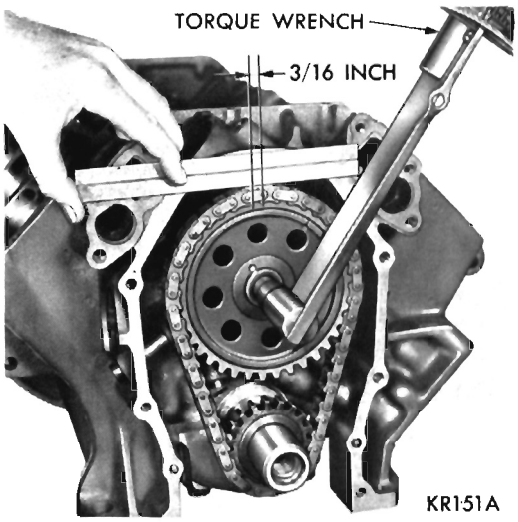

Fig. 17—Measuring Timing Chain Stretch (Typical)
(3) Holding a scale with dimensional reading even with edge of a chain link, apply torque in the reverse direction 30 foot-pounds (with cylinder heads installed) or 15 foot-pounds (cylinder heads removed), and note amount of chain movement (Fig. 17).
(4) Install a new timing chain, if its movement exceeds 3/16 inch.
(5) If chain is satisfactory, slide crankshaft oil slinger over shaft and up against sprocket (flange away from sprocket).
(6) If chain is not satisfactory, remove camshaft sprocket attaching bolts and remove timing chain with crankshaft and camshaft sprockets.